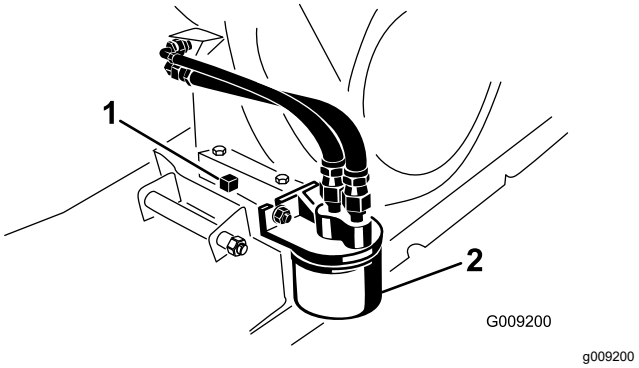

Figuur 33
6. Plaats een opvangbak onder de aftapplug (Figuur 33).
7. Verwijder de aftapplug en de pakking (Figuur 33).
2. Verwijder het oude oliefilter (Figuur 33).
4. Schroef het nieuwe oliefilter op het filteradapter totdat de pakking contact maakt met de bevestigingsplaat. Draai het filter vervolgens nog eens een ½ tot ¾ slag vast (Figuur 33).